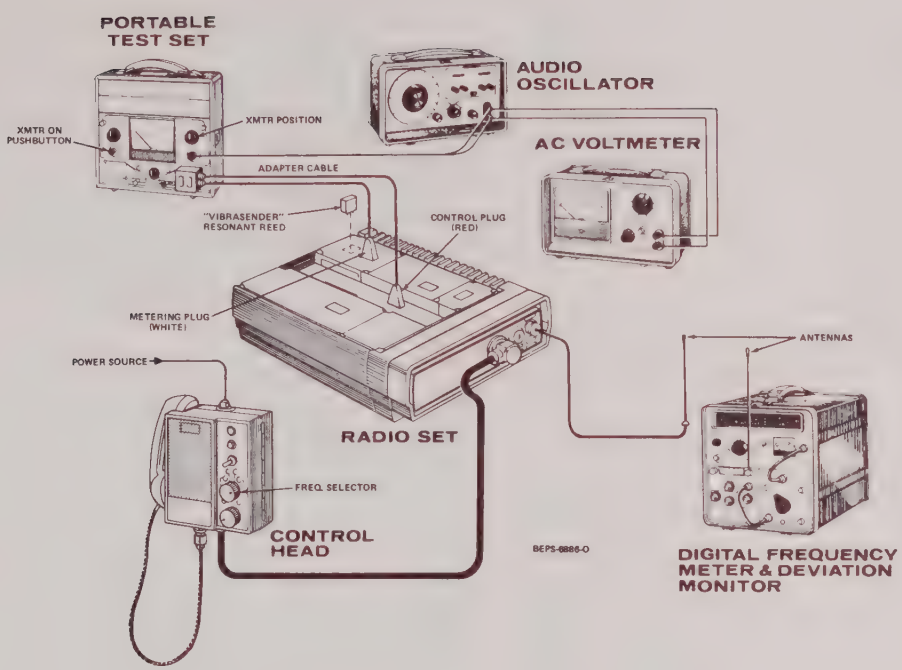

Figure 7.
(b) Procedure (Refer to Figure 7)
1. Connect the equipment as shown in Figure 7 except DO NOT CONNECT THE AUDIO OSCILLATOR TO THE PORTABLE TEST SET. Terminate the transmitter in an antenna and measure the radiated signal with a Motorola Digital Frequency Meter and Deviation Monitor or other highly accurate frequency measuring device (±.0005% or better).
1. Connect the equipment as shown in Figure 7. Terminate the transmitter output in an antenna and measure the radiated signal with a deviation meter.
1. Connect the equipment as shown in Figure 7. After completion of the Deviation Test, reduce the output of the audio oscillator to 360 millivolts at 1000 Hz.